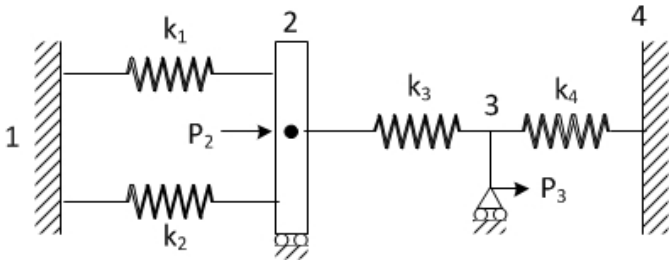

Figure 2
Q.2 (a) Find the nodal displacement for the spring system shown in figure 2 using minimum potential energy principle. Take k_1 = 100 N/mm, k_2 = 150 N/mm, k_3 = 80 N/mm, k_4 = 120 N/mm, P_2 = 200 N and P_3 = 150 N. **07**